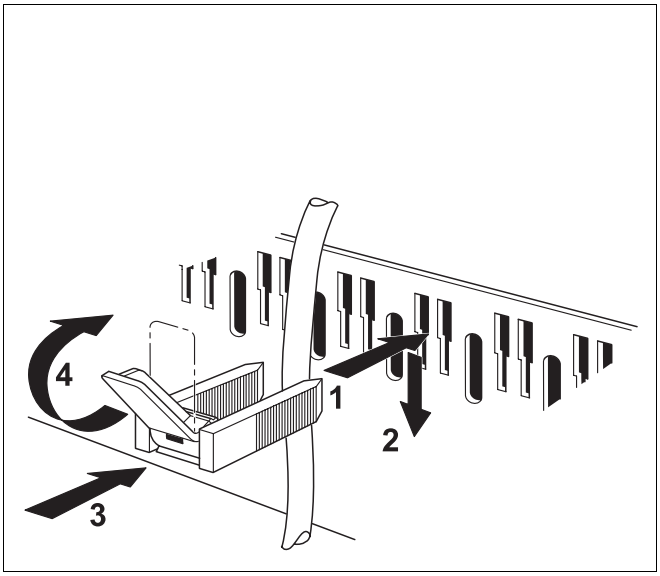

Rys. 7 Przelotka kabla i odciążenie naciągu
- W sposób przedstawiony na rys. 7 włożyć ramkę odciążenia naciągu z przewodem od góry w wycięcia ramy (rys. 7, **krok 1**).
- Ramkę odciążenia naciągu przesunąć do dołu (rys. 7, **krok 2**).
- Docisnąć ramkę odciążenia (rys. 7, **krok 3**).
- Przełożyć dźwignię do góry (rys. 7, **krok 4**).